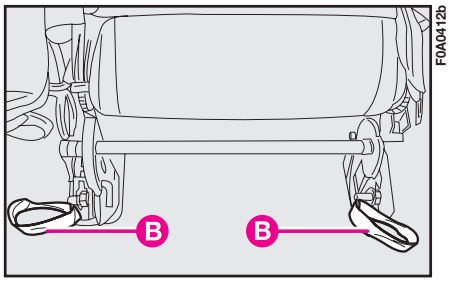

fig. 130
– pull the bands **B-fig. 130** and tilt the seat completely;